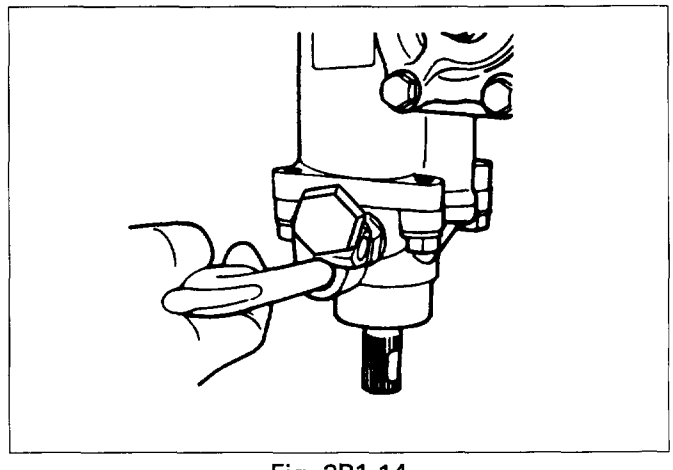

Fig. 3B1-14
3) Remove the oil seal by blowing compressed air through the hole in the outlet side (Fig. 3B1-14).